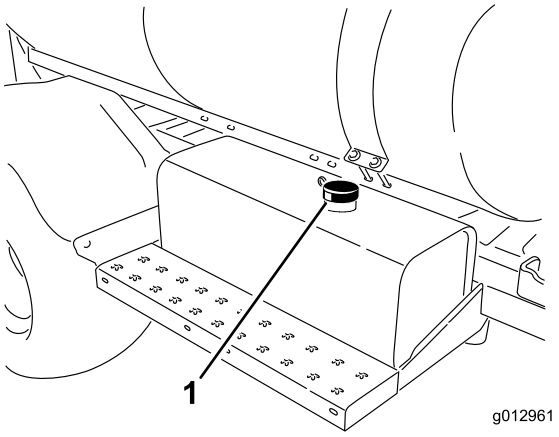

Figur 56
3. Rengjør området rundt det hydrauliske oljetanklokket og fjern det (Figur 56).